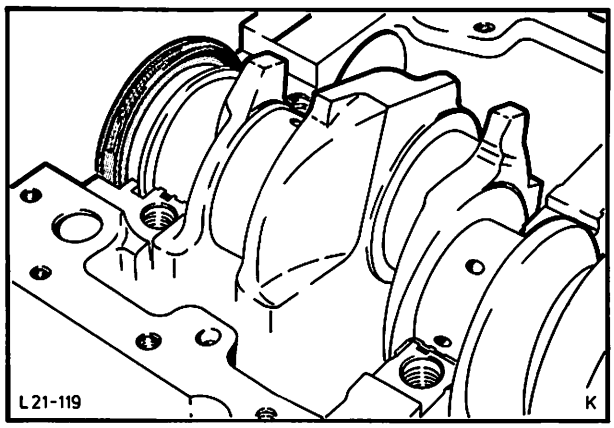

Abb. 156 Kurbelwelle mit Radialdichtring aus dem Zylinderblock heben
32. Kurbelwelle vorsichtig aus dem Zylinderblock heben und hinteren Radialdichtring abnehmen, Abb. 156.